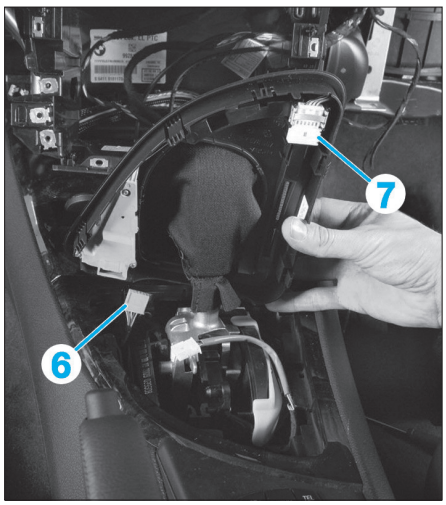

Fig. 10
• Débrancher les connecteurs (6) et (7) **(Fig.10)**.